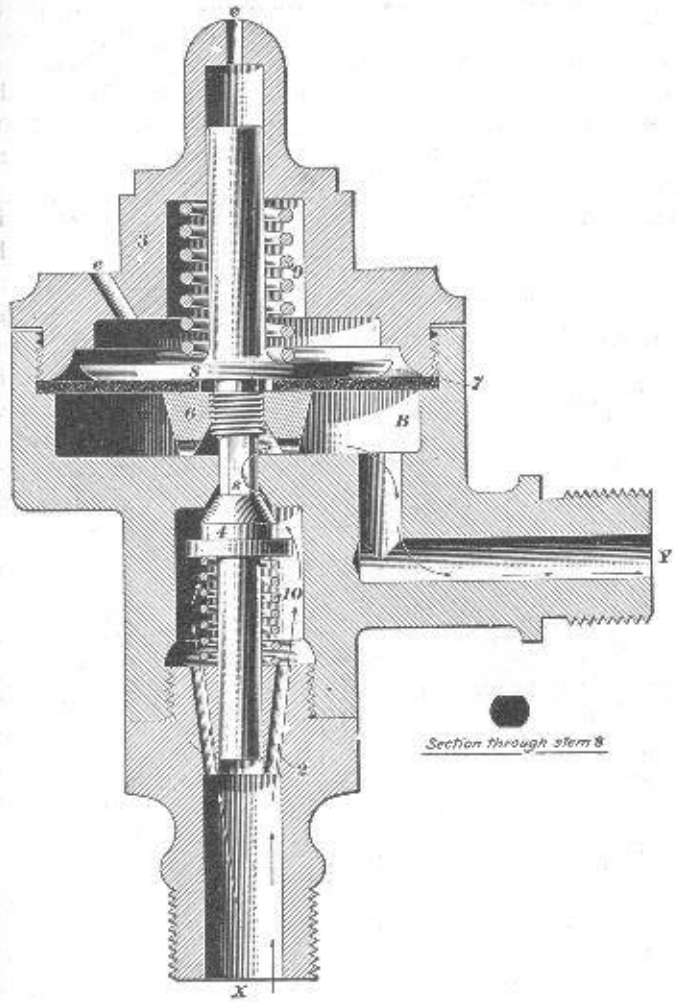

FIG. 4
2. Although this style of **reducing valve,** Fig. 4, has been superseded to a great extent by the improved valve, there are still a sufficient number in use to warrant a description of them being given here.
16. If the whistle blows every time the brakes are released, it indicates that there is direct connection between the main reservoir and signal pipe, and that the latter is charged to main-reservoir pressure. This may be due to valve *4* of the reducing valve being held open by dirt on its seat, to too much tension in spring *9*, or to cap nut *5* being screwed up so tight that it is twisted out of shape and will not allow supply valve *4* to seat properly; or (in the old-style reducing valve, Fig. 4) to spring *10* being broken or too short, so that it does not force valve *4* to its seat.